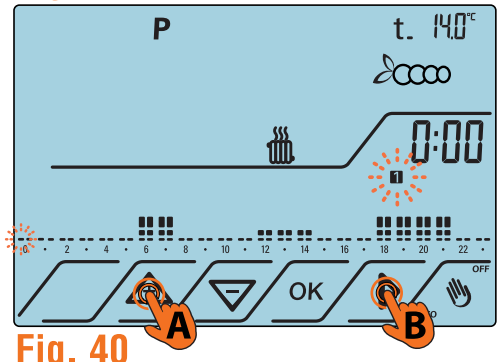

Fig. 40
5. La programmazione inizia dalle ore 00.00 (come indicato dall'orologio) e il segmento del grafico corrispondente a mezzanotte lampeggerà (Fig.40).
6. Utilizzare i tasti △+ o ▽− per impostare il livello di temperatura desiderato per la fascia oraria selezionata, quindi premere il tasto ▷ per passare alla mezz'ora successiva (Fig.40).